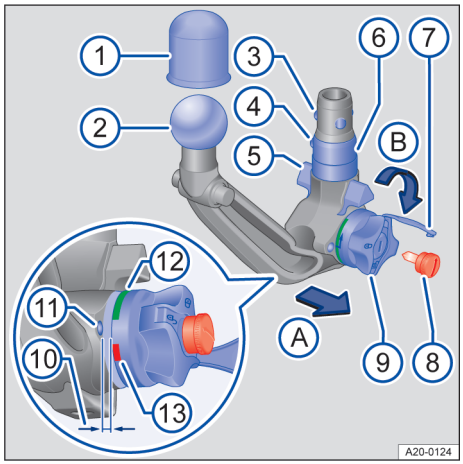

Fig. 158 Vue d'ensemble : boule d'attelage amovible
4. Retirez le cache → fig. 158 ⑦ de la serrure sur la molette.
5. Insérez la clé → fig. 158⑧ dans la serrure et tournez-la dans le sens inverse des aiguilles d'une montre.
6. Maintenez la boule d'attelage → fig. 158 ② à une main → ⚠.
7. Tirez la molette → fig. 158 ⑨ dans le sens de la flèche Ⓐ avec l'autre main et maintenez-la dans cette position.
8. Tournez la molette → fig. 158 ⑨ dans le sens de la flèche Ⓑ jusqu'en butée.
9. Maintenez la molette → fig. 158 ⑨ dans cette position et retirez la boule d'attelage ② du logement par le bas. La boule d'attelage s'enclenche et est armée.
2. De l'autre main, faites tourner la molette → fig. 158 ⑨ dans le sens de la flèche Ⓑ jusqu'en butée.
3. Appuyez sur la boule → fig. 158 ④.
4. Faites tourner la molette → fig. 158 ⑨ dans le sens inverse des aiguilles d'une montre.
5. Relâchez la boule → fig. 158 ④. La molette n'est plus en saillie par rapport à la boule d'attelage. La boule d'attelage est alors désarmée.
6. Faites tourner la clé → fig. 158 ⑧ dans le sens des aiguilles d'une montre et retirez-la. Placez la clé dans le bac de rangement.
7. Fermez le cache de serrure → fig. 158 ⑦.